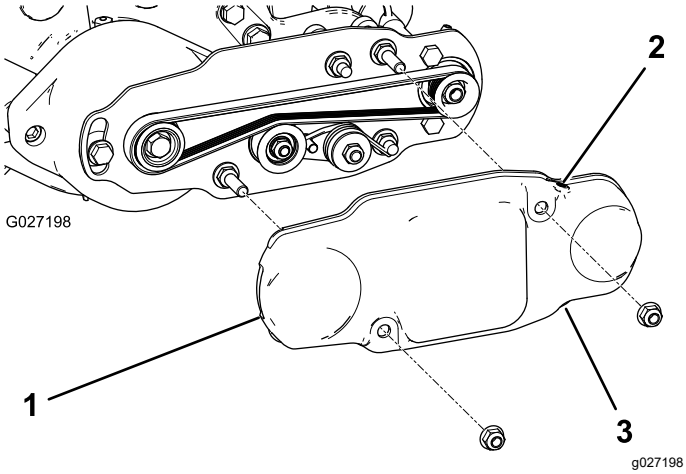

图 19
2. 将皮带罩滑动到安装螺栓上并用 2 个凸缘螺母固定皮带罩 图 19。